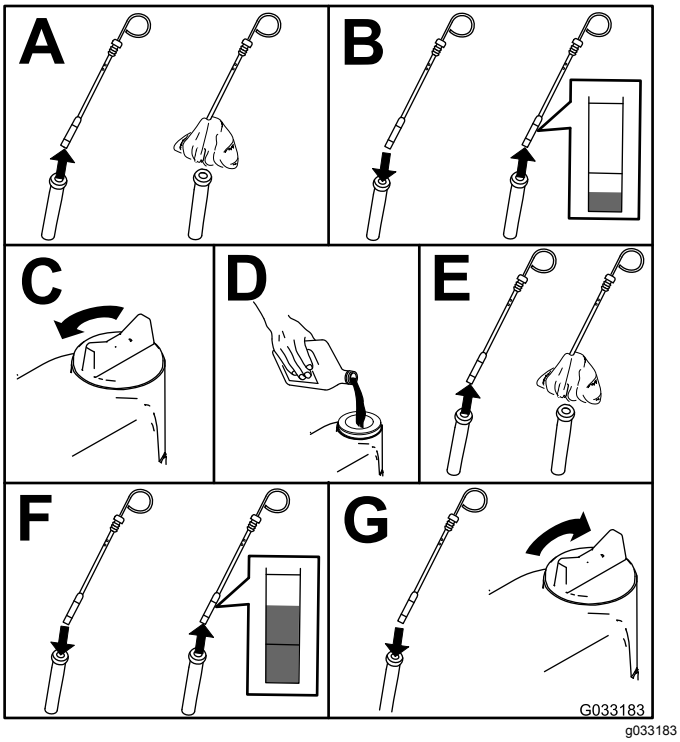

**Figur 54**
2. Kontroller motoroljenivået (Figur 54).